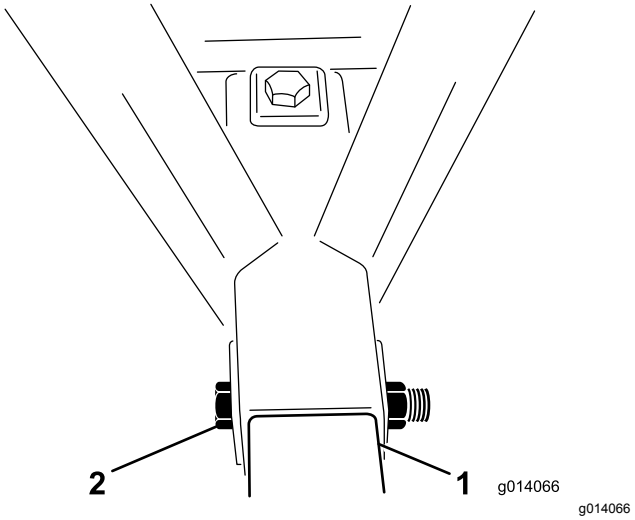

Figur 4
5. Plasser en bolt (1 x 6½ tommer) gjennom rammen og koblingsrøret og sikre den med en låsemutter (Figur 4). Stram låsemutteren til 976 til 1 193 N·m.
6. Plasser en bolt (1 x 6½ tommer) gjennom toppen av rammen og ned gjennom koblingsrøret, og sikre den med en låsemutter (Figur 4). Stram låsemutteren til 976 til 1 193 N·m.